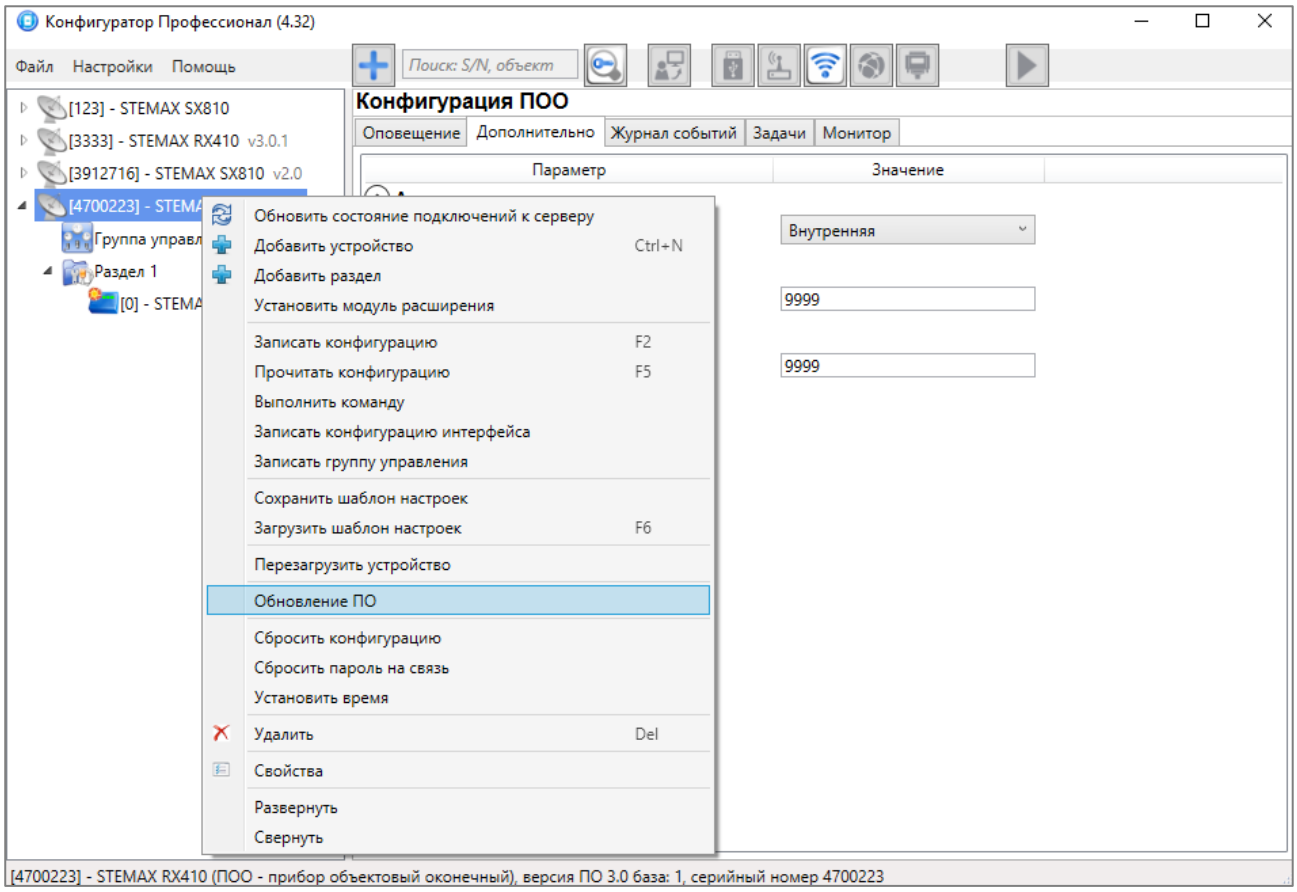

Рисунок 6.1 — Контекстное меню устройства, выбор функции *Обновление ПО*
- Щелкните правой кнопкой мыши по строке контроллера в дереве устройств и в появившемся меню выберите *Обновление ПО* (см. рисунок 6.1).